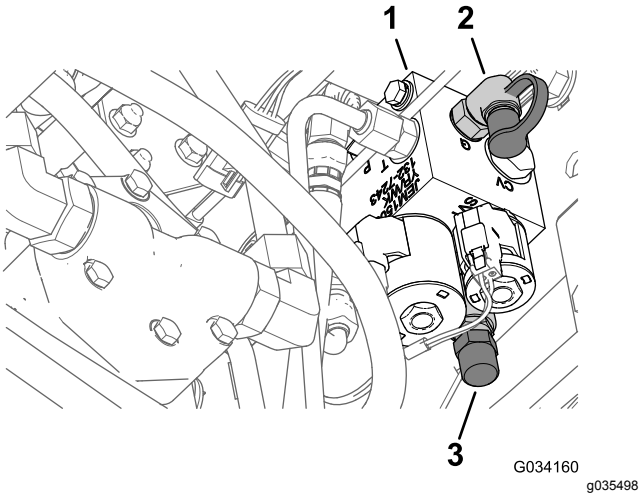

Figuur 13
3. Sluit een drukmeter aan op de testpoort achteraan het hefverdeelstuk (Figuur 13).
4. Verwijder het kapje van de gewichtsover-brengingsspoel aan de voorkant van het hefverdeelstuk(Figuur 13).
5. Draai de contramoer aan de onderkant van de gewichtsoverbrengingspoel los (Figuur 13).